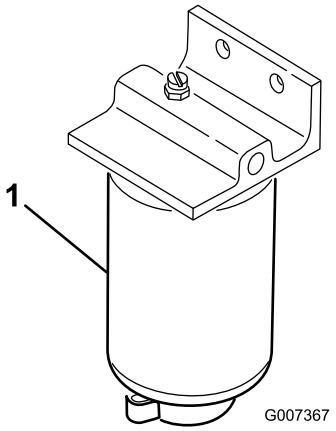

Figur 54
Tøm vandudskilleren for vand og andre urenheder (Figur 54) dagligt. Udskift filterdåsen efter hver 400 driftstimer.
2. Løsn aftapningsproppen i bunden af filterdåsen (Figur 54).